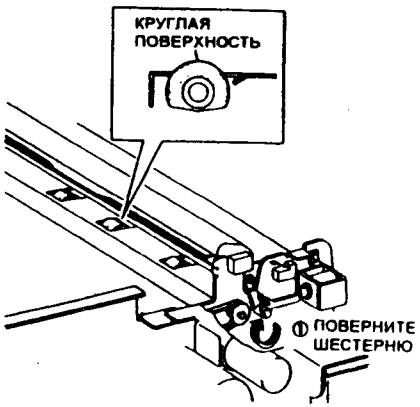

Рис. 1
4. (Рис. 1): Поворачивайте шестерню привода ролика подачи, чтобы круглая поверхность ролика подталкивания была сверху.